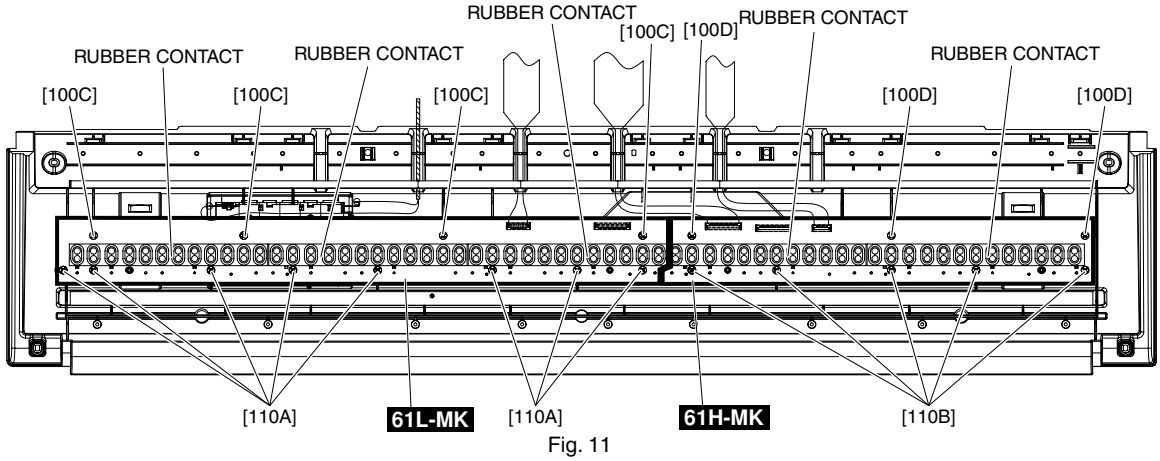

Fig. 11
14-4-2. Remove the rubber contacts. (Photo 2, Fig. 11)
14-5-2. Remove the four (4) screws marked [100C] and eight (8) screws marked [110A]. The circuit board 61L-MK can then be removed. (Fig. 11)
14-6-2. Remove the three (3) screws marked [100D] and five (5) screws marked [110B]. The circuit board 61H-MK can then be removed. (Fig. 11)